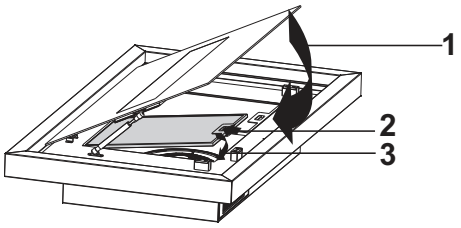

Abb. 9
1. Öffnen Sie den Haubenkörper durch ziehen an der Randabsaugungsplatte (Abb. 9/1).
Öffnen Sie die Metallfettfilterverriegelungen (Abb. 9/2) und ziehen den Metallfettfilter nach oben und nehmen ihn heraus (Abb. 9/3).